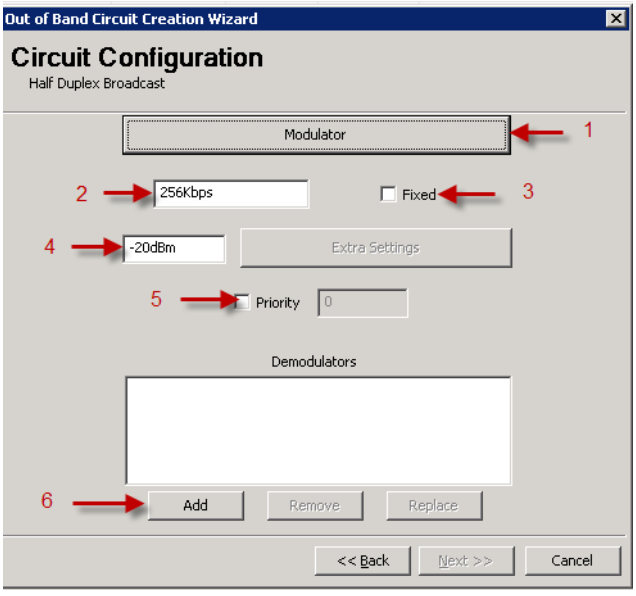

Figure 7-17 Circuit Configuration, Half Duplex Broadcast
4. Click the **Next** button to display the **Circuit Configuration** dialog (figure 7-17).